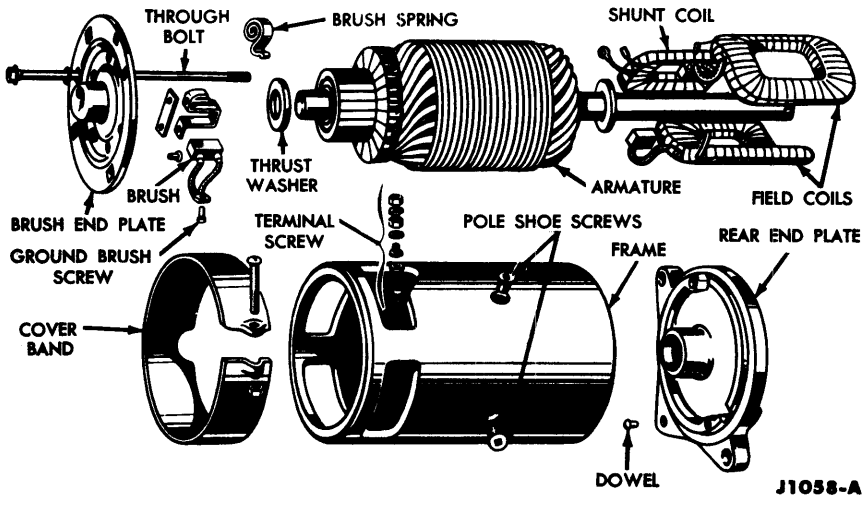

FIG. 11—Disassembled Starter Motor
Use the following procedure when it becomes necessary to completely overhaul the starter. Figure 11 illustrates the starter completely disassembled.
1. Remove the starter drive, through bolts, and rear end plate (Fig. 11). **Be sure to remove all burrs from the shaft to prevent scoring the rear end plate bushing.**